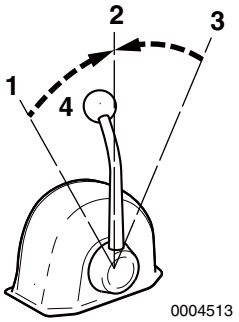

Figur 2
Anvend gashåndtaget **(Figur 2, (4))** til styring af acceleration og deceleration. Flyt langsomt håndtaget.
2. Når du flytter håndtaget mellem FREMADGÅENDE **(Figur 2, (1 eller 3))** og BAK **(Figur 2, (3 eller 1))**, skal du sætte håndtaget i FRIGEAR **(Figur 2, (2))** og holde pause, før du langsomt skifter til den ønskede position. Skift ALDRIG hurtigt fra FREMAD til BAK eller omvendt.